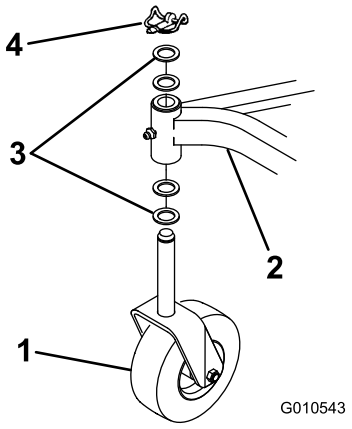

Figur 5
2. Fjern ringstiften og de to trykkskivene som leveres på hver av styrehjulene. La to trykkskiver være igjen på hver aksel, før akselen inn i rammens monteringsrør, og monter trykkskivene og ringstiften (Figur 5).